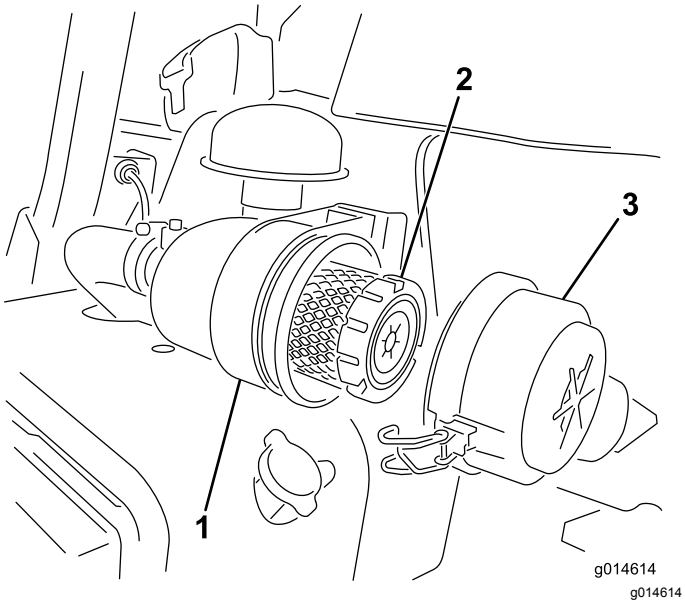

Figur 26
1. Åbn låsene, der fastgør luftfilterdækslet til luftfilterhuset (Figur 26).
7. Fastgør låsene (Figur 26).